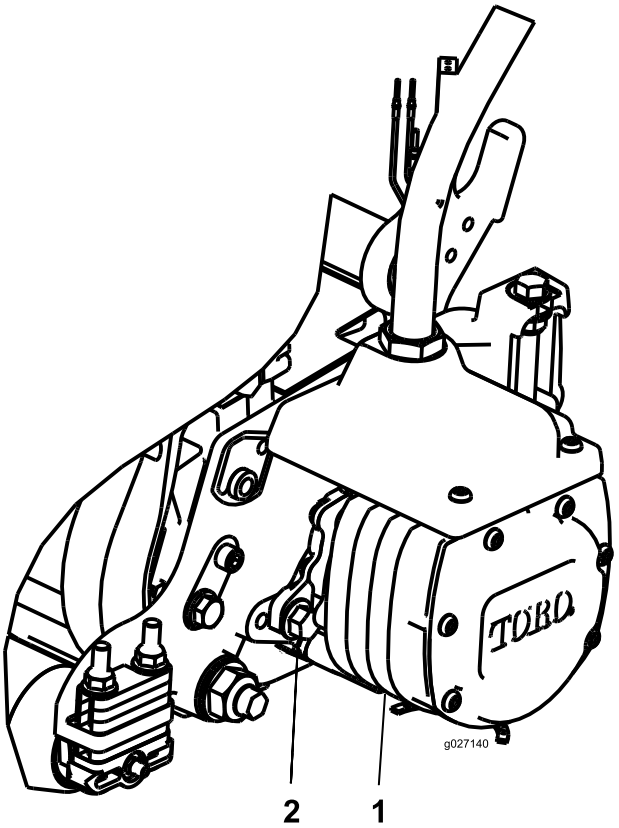

Figur 11
14. Montera motorn genom att vrida den medurs så att motorflänsarna går fria från skruvarna (Figur 11). Vrid motorn moturs så att skruvarna omges av flänsarna, och dra sedan åt skruvarna.